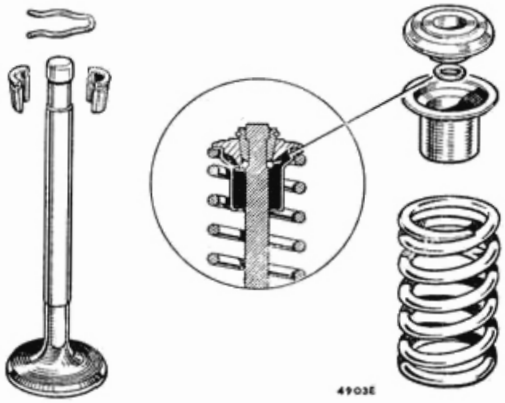

Fig. A.18.
(4) Place each valve into its guide and fit the springs, shrouds and cups. Compress the valve spring and push a new synthetic rubber packing ring over the tip of the valve stem down to the bottom of the cotter groove (see Fig. A.18.) Refit the two valve cotters and remove the compressor. Replace the valve circlip.